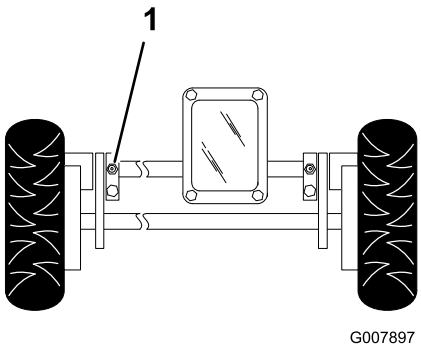

Figur 31
1. Tørk av smøreniplene med en ren fille (Figur 31).